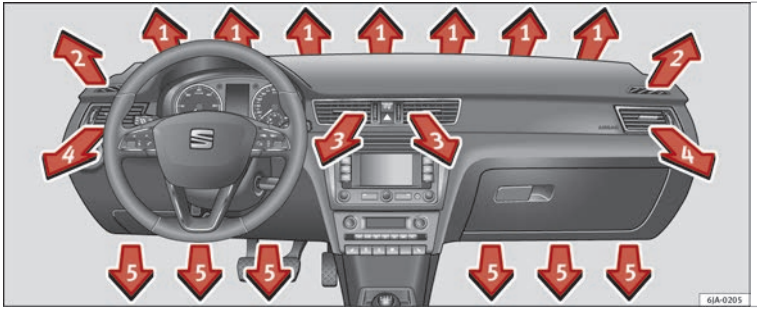
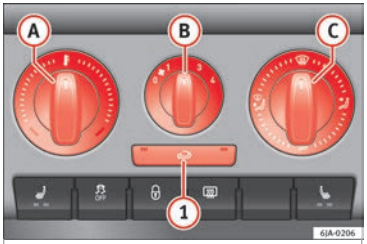

Fig. 85 Air vents
Fig. 86 Heating: controls.
– The air circulation height can be varied by changing the position of the sliding adjuster upwards or downwards ››› Fig. 85.
The flow of air from the vents is controlled using control Ⓒ ››› Fig. 86. Vents **3** ››› Fig. 85 and **4** can be opened and closed individually.
– Turn rotary control (A) ››› Fig. 86 clockwise to increase the temperature.
– Turn rotary control (A) anti-clockwise to reduce the temperature.
– Turn rotary control (B) ››› Fig. 86 to position 1 to 4 to switch the blower on.
– Turn rotary control (B) to position 0 to switch the blower off.
– Press button (1) ››› ⚠ in Air recirculation on page 90 to close the fresh air vent.
– Turn rotary control (C) ››› Fig. 86 to select the air vents ››› page 88, Air vents you wish to activate.
All controls, except control (B) ››› Fig. 86, can be set to any intermediate position.
- **Controls Ⓐ ››› Fig. 86 ››› page 88, Ⓑ, Ⓒ and button ①.**
– Press button ⊖ ① ››› Fig. 86 ››› page 88 and the lamp in the button will illuminate.
– Press button ⊖ ① ››› Fig. 86 ››› page 88 again and the lamp in the button will switch off.
If air vent Ⓒ ››› Fig. 86 ››› page 88 is in position ⊛, air recirculation mode switches off automatically. Press the ⊖ button to switch air recirculation mode back on in this position.